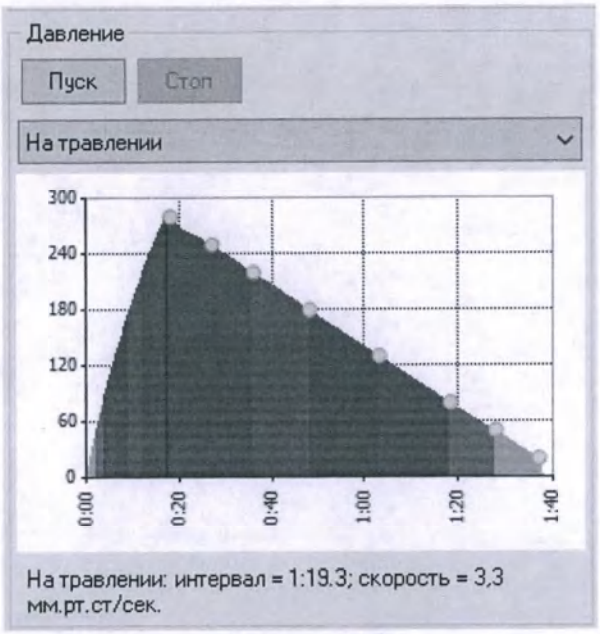

Рисунок 9.5
3.3.5.8.4 Нажимают кнопку «Пуск», в области окна «Давление» (рисунок 9.5). По умолчанию в программе установлен тест проверки блока давления в режиме «травления». Для выбора теста проверки блока давления в режиме «накачки» установите галочку в поле «На накачке» (рисунок 9.5)